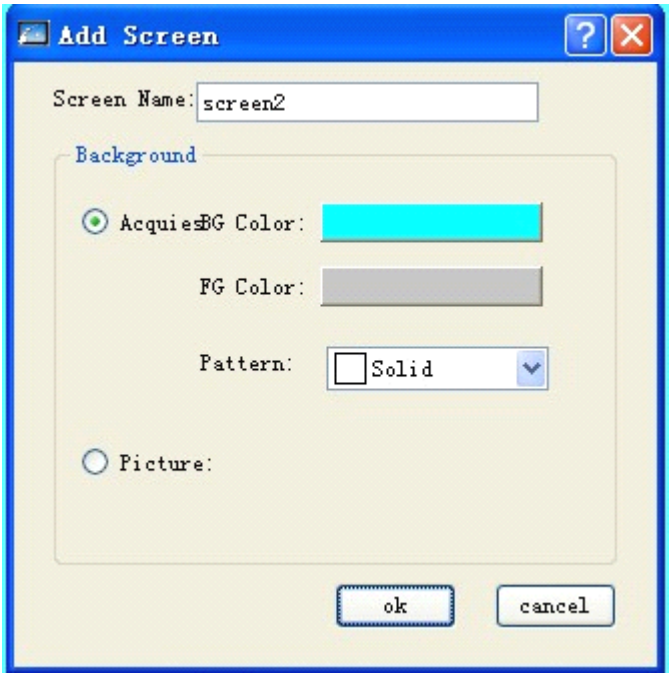

Рисунок 4-2 Окно нового экрана (New Screen)
2. В появившемся окне "New Screen" выберите имя и фоновый цвет создаваемого экрана, а затем щелкните OK. По умолчанию, имя нового экрана - это порядковый номер экрана, а цвет фона - синий. Смотрите рисунок 4-2.